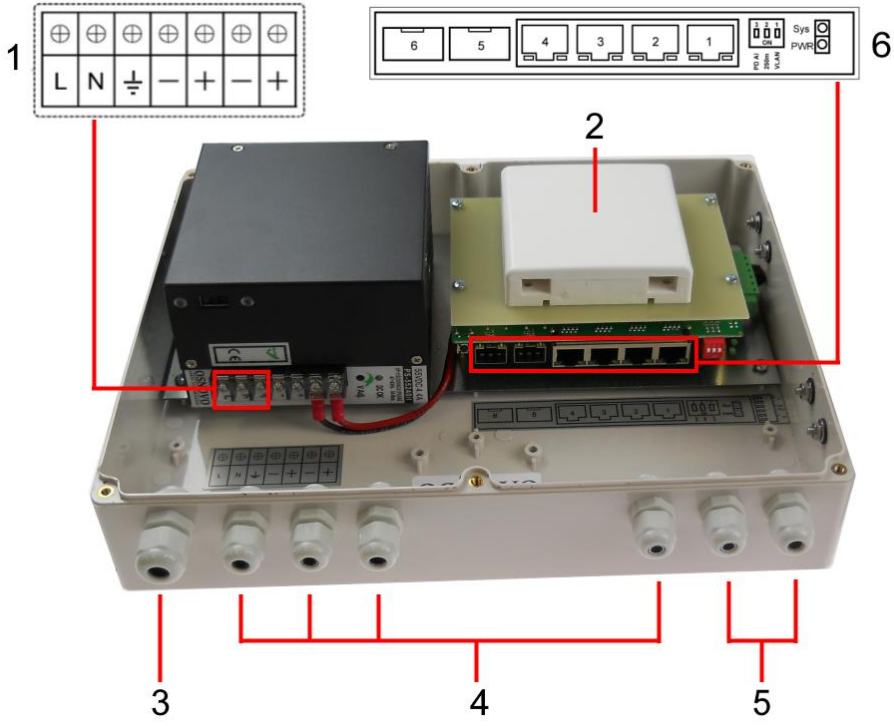

Рис.5 Подключение коммутатора SW-80402-W(port 60W)
2. Проденьте кабели витой пары через соответствующие отверстия гермовводов (4) снаружи внутрь бокса (рис.5).